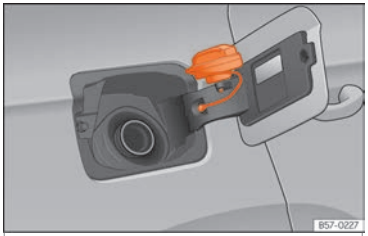

Fig. 59 Tapa del depósito con el tapón encajado.
- Colóquelo en el espacio que hay en la bisagra de la tapa abierta ››› fig. 59.